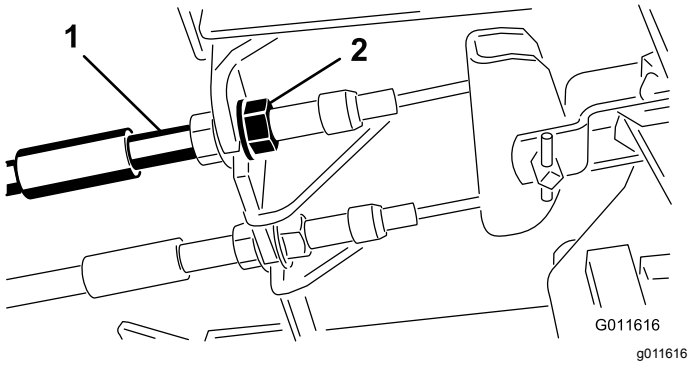

Figur 63
1. Hvis du vil redusere frigangen til bremsepedalene, strammer du bremsene ved å løsne den fremre mutteren på bremsekabelens gjengeende (Figur 63).